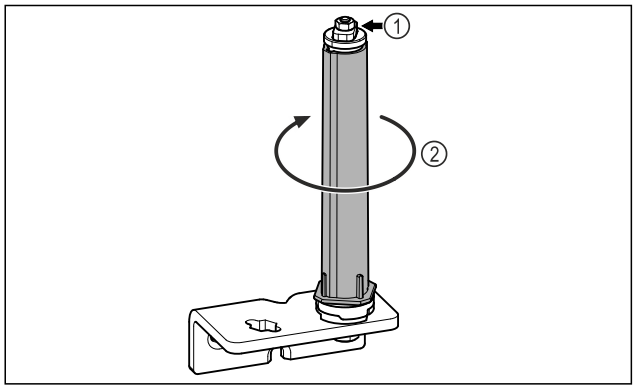

Fig. 16
▶ Deursluitsysteem *Fig. 16 (1)* niet demonteren.
▶ Sluitsysteem *Fig. 16 (2)* draaien, tot deze vastklikt.